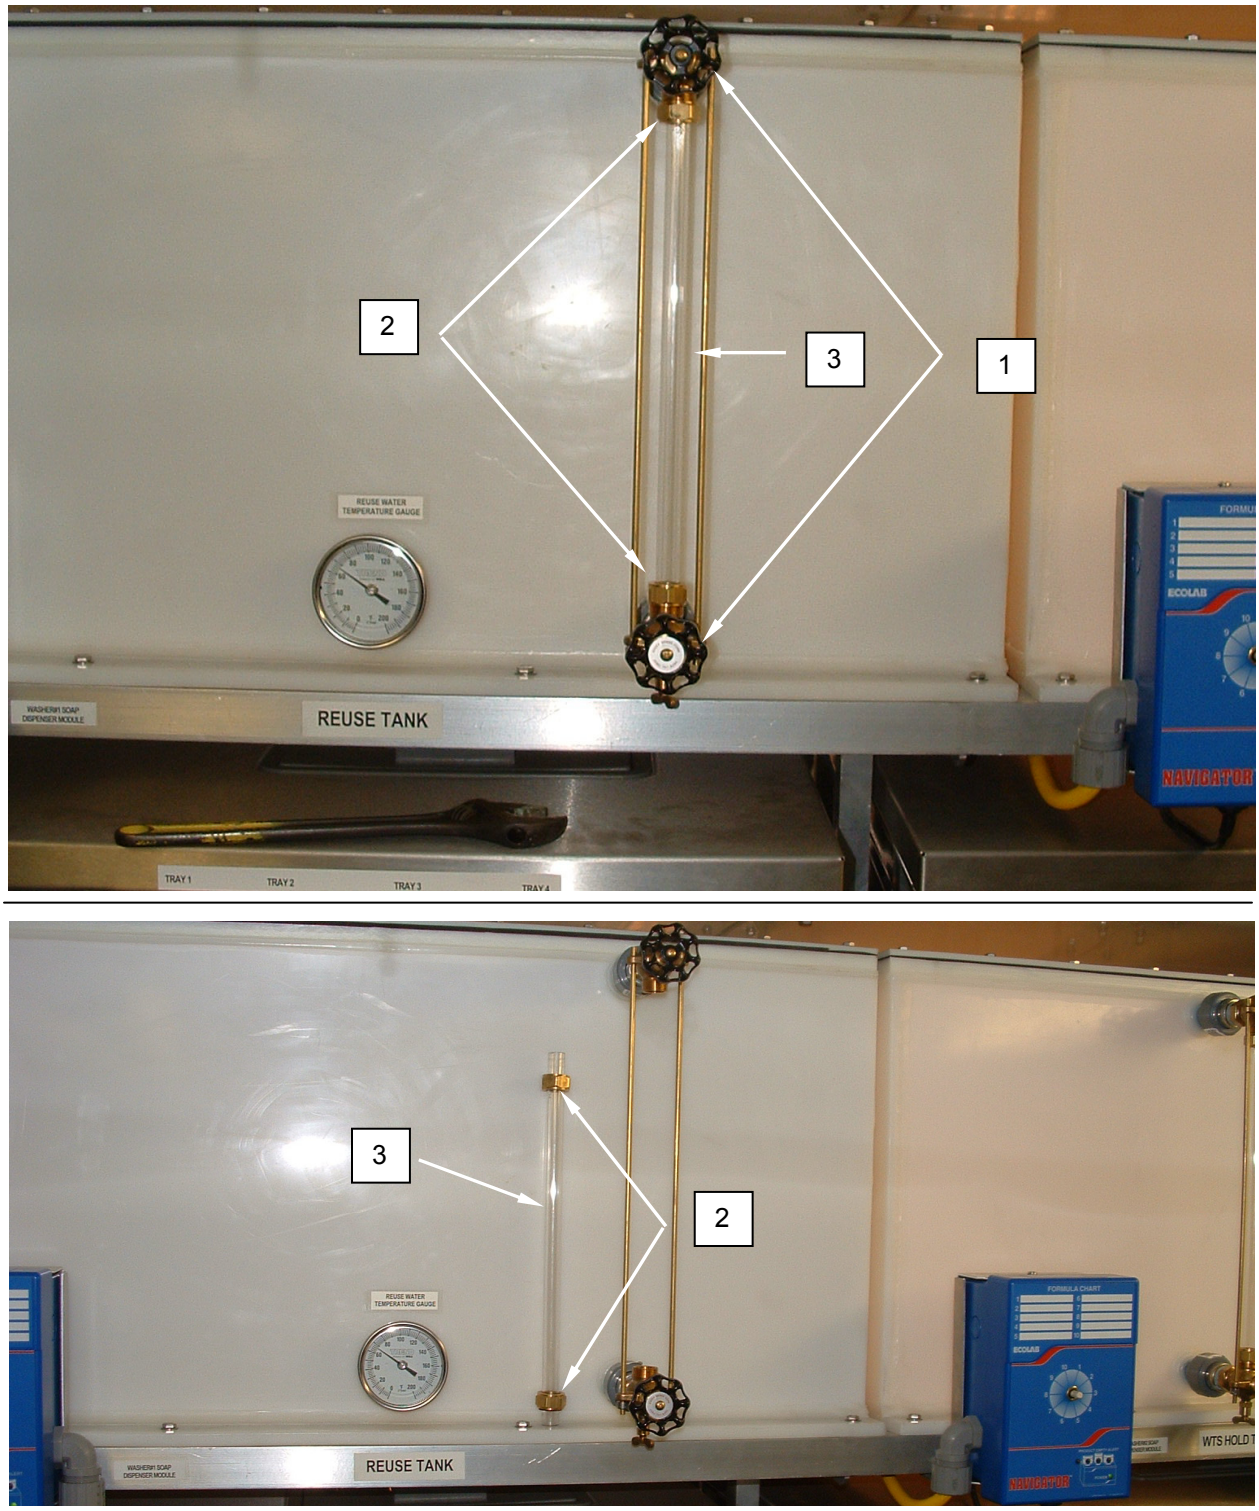

Figure 1. Clean the Water Reuse Holding Tank Sight Glass.
1. Close valves **(Figure 1, Item 1)** on sight glass assembly.
3. Loosen sight glass nuts **(Figure 1, Item 2)**.
4. Remove sight glass **(Figure 1, Item 3)**.
5. Use a rag to clean residue from sight glass **(Figure 1, Item 3)** interior.
7. Install sight glass **(Figure 1, Item 3)**, and retain in place with nuts **(Figure 1, Item 2)**. Do not overtighten.
8. Open valves **(Figure 1, Item 1)**, and monitor for normal operation.